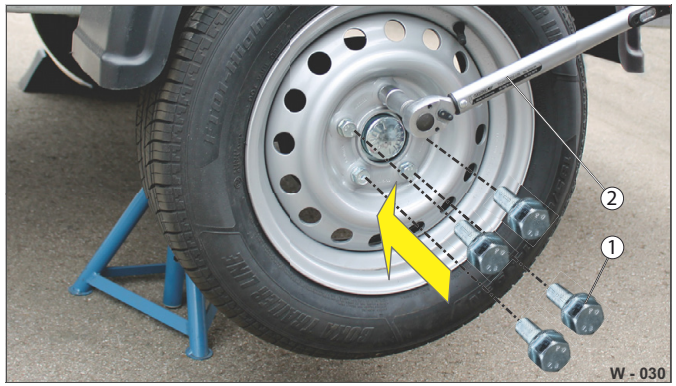

Abb. 32 Montáž rezervního kola
- ▶ Přišroubujte rezervní kolo stejnými čepy kola (Abb. 32/1) příčně a pevně rukou.